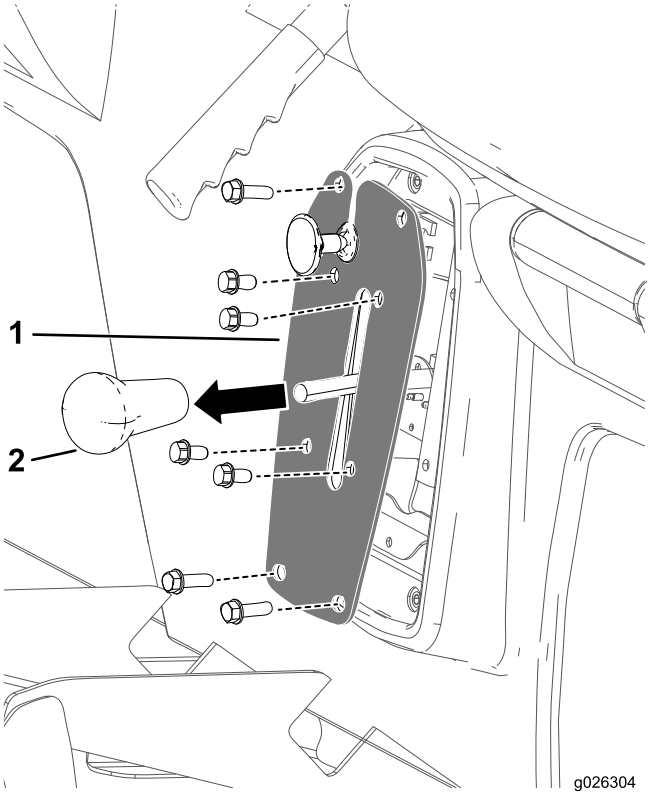

Figur 49
1. Fjern grebet fra gearstangen (Figur 49).
2. Afmonter de fire bolte, der fastgør skiftepladen til skiftebeslaget (Figur 49).
3. Afmonter de fire bolte, der fastgør skiftepladen til sædesoklen, og afmonter skiftepladen (Figur 49).
4. Skru grebet fra gearstangen og stram grebet med hånden (Figur 49).